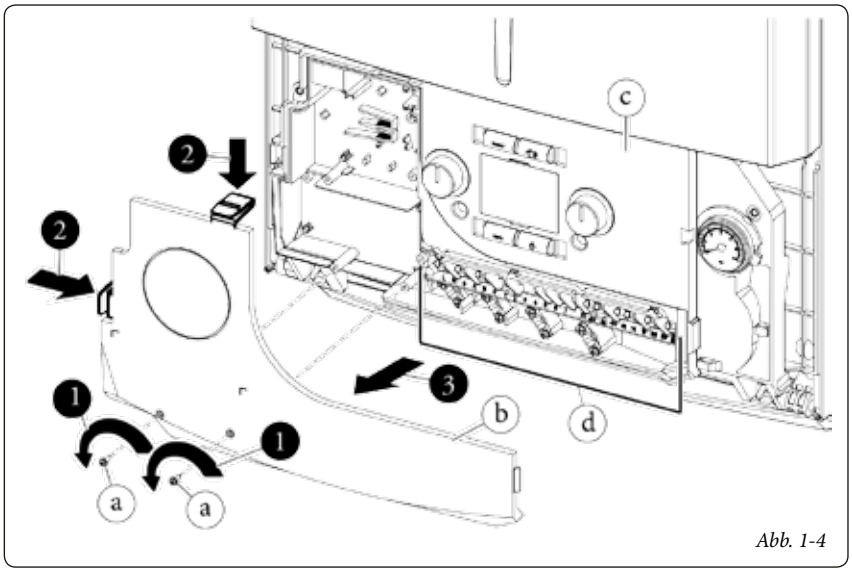

*Abb. 1-4*
Um an die elektrischen Anschlüsse zu gelangen, muss die Abdeckung des Kontrollpanels entfernt werden (Abb. 1-4):
- Abdeckung abnehmen (b Abb. 1-4).